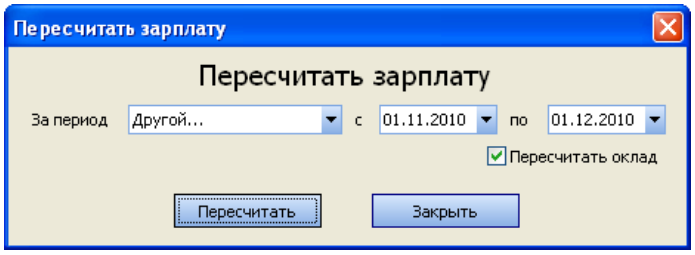

Рисунок 115 Окно Пересчитать зарплату
3. Нажмите кнопку **Действия** → **Пересчитать зарплату**. В открывшемся окне (см. Рисунок 115) укажите период для пересчета и установите галочку в поле **Пересчитать оклад**. Нажмите кнопку **Пересчитать**.